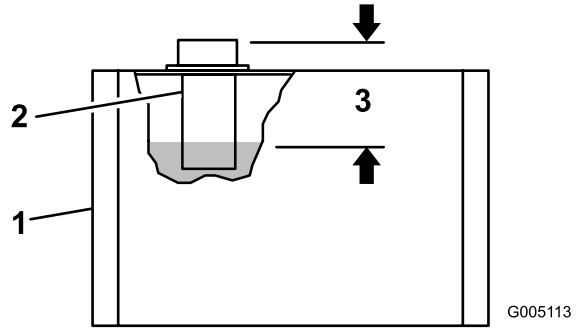

Figur 21
2. Fjern lokket fra toppen av beholderen, og sjekk væskenivået. Væsken skal nå ca. 89 mm under toppen av påfyllingshullet (Figur 21).